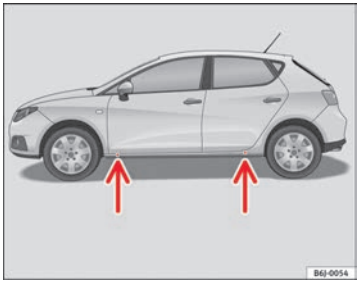

Fig. 138 Jack position points
– Locate the jacking point under the door sill closest to the wheel to be changed ⇒ Fig. 138.
Recesses at the front and rear of the door sills mark the jacking points ⇒ Fig. 138. There is only one jacking point for each wheel. Do not fit the jack anywhere else.